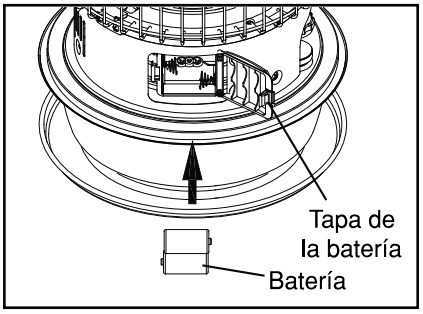

Fig. 6
B) INSTALACIÓN DE BATERÍAS (Fig. 6)